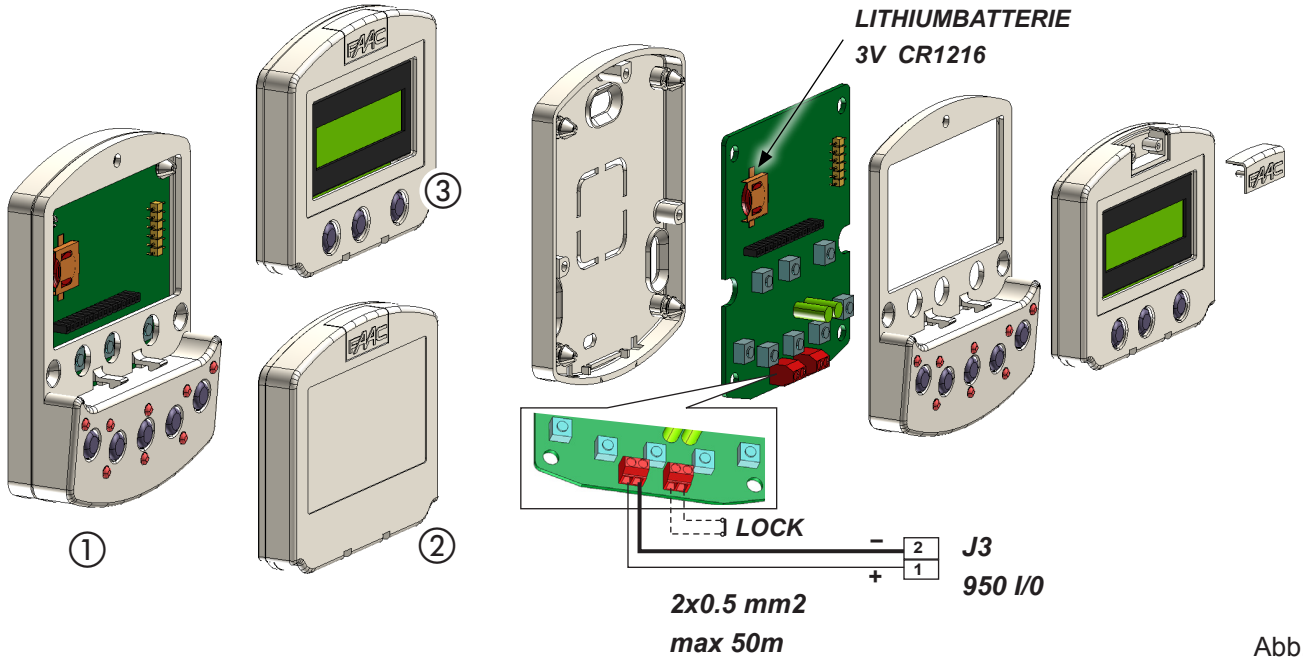

Abb.2
Er besteht aus zwei Teilen: einem festen Teil, der die Auswahl der Betriebsarten mittels Tasten sowie die entsprechenden Anzeige-LED enthält (Abb.2, Bez. ①), sowie einem abnehmbaren Teil mit LCD-Display und Auswahltasten zum Aufrufen der vollständigen Programmierung (Abb. 2, Bez. ③).
Wird der KP-CONTROLLER ohne Display installiert, ist die Montage einer Abdeckung vorgesehen (Fig. 2, Bez. ②).
Der KP-CONTROLLER kann mit einer Tastenkombination (siehe Sonderfunktion LOCK) oder durch eine interne Überbrückung mittels eines Schalters (Fig. 2, Bez. LOCK) gesperrt werden.
Für die Montagexplosionszeichnung wird auf die Abb. 2 verwiesen. Für die Einführung des Anschlusskabels sind zwei vorgebrochene Bereiche vorgesehen.
Der KP-CONTROLLER muss mittels eines Kabels 2 x 0,5 mm², Länge max. 50 m (Abb. 2), an die Steuerkarte 950 I/O angeschlossen werden. Werden die beiden Klemmen LOCK (siehe Abb. 2) aneinander angeschlossen, werden alle Tasten der Programmiereinheit gesperrt.